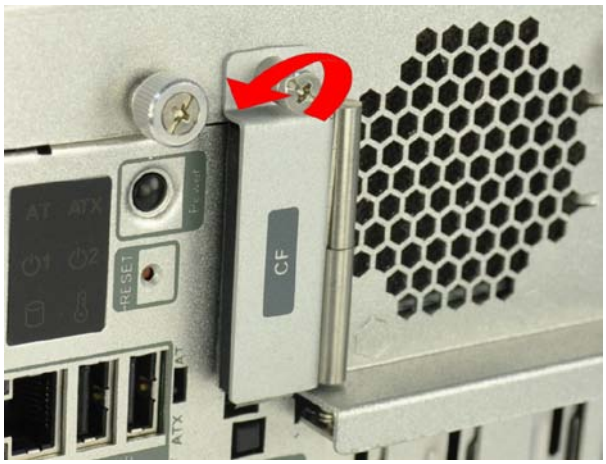

Figure 3-1: CF Card Socket
Step 1: Locate the CF card socket, and then loosen the thumbscrew (**Figure 3-1**).